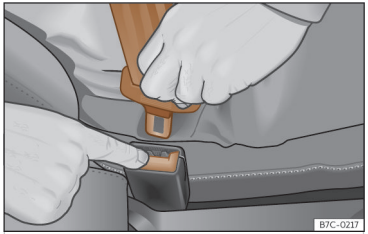

Abb. 24 Schlosszunge vom Gurtschloss lösen.
- Rote Taste im Gurtschloss drücken ››› **(Abb. 24)**. Die Schlosszunge springt heraus.